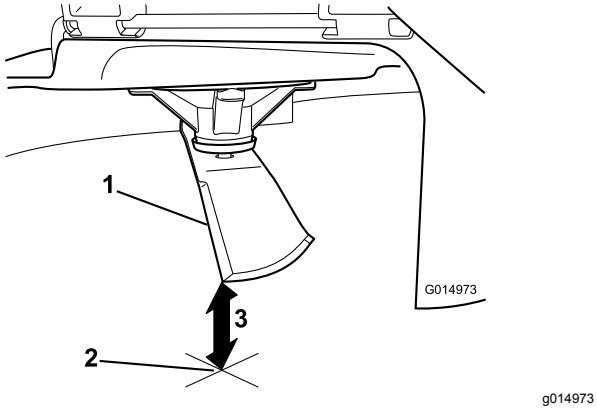

Figur 66
5. Mål fra spidsen af skærekniven til den plane overflade (Figur 66).